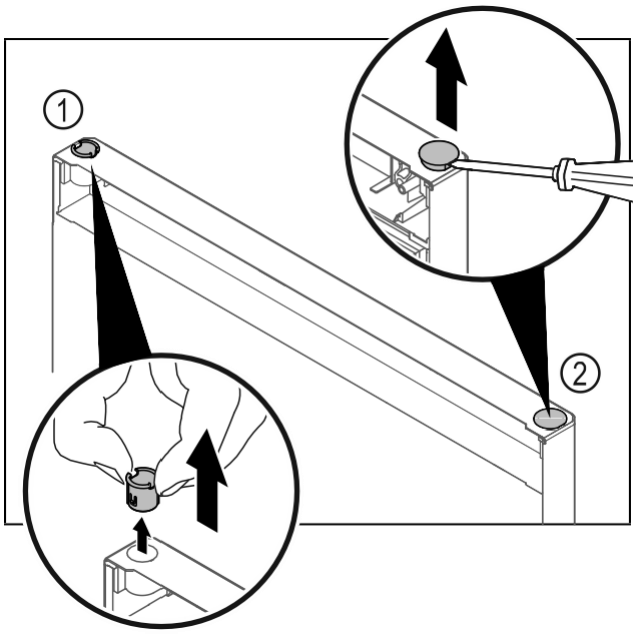

Fig. 14
- Scharnierbuchse *Fig. 14 (1)* mit den Fingern herausziehen.
- Abdeckstopfen *Fig. 14 (2)* vorsichtig mit einem Schlitzschraubendreher anheben und herausziehen.